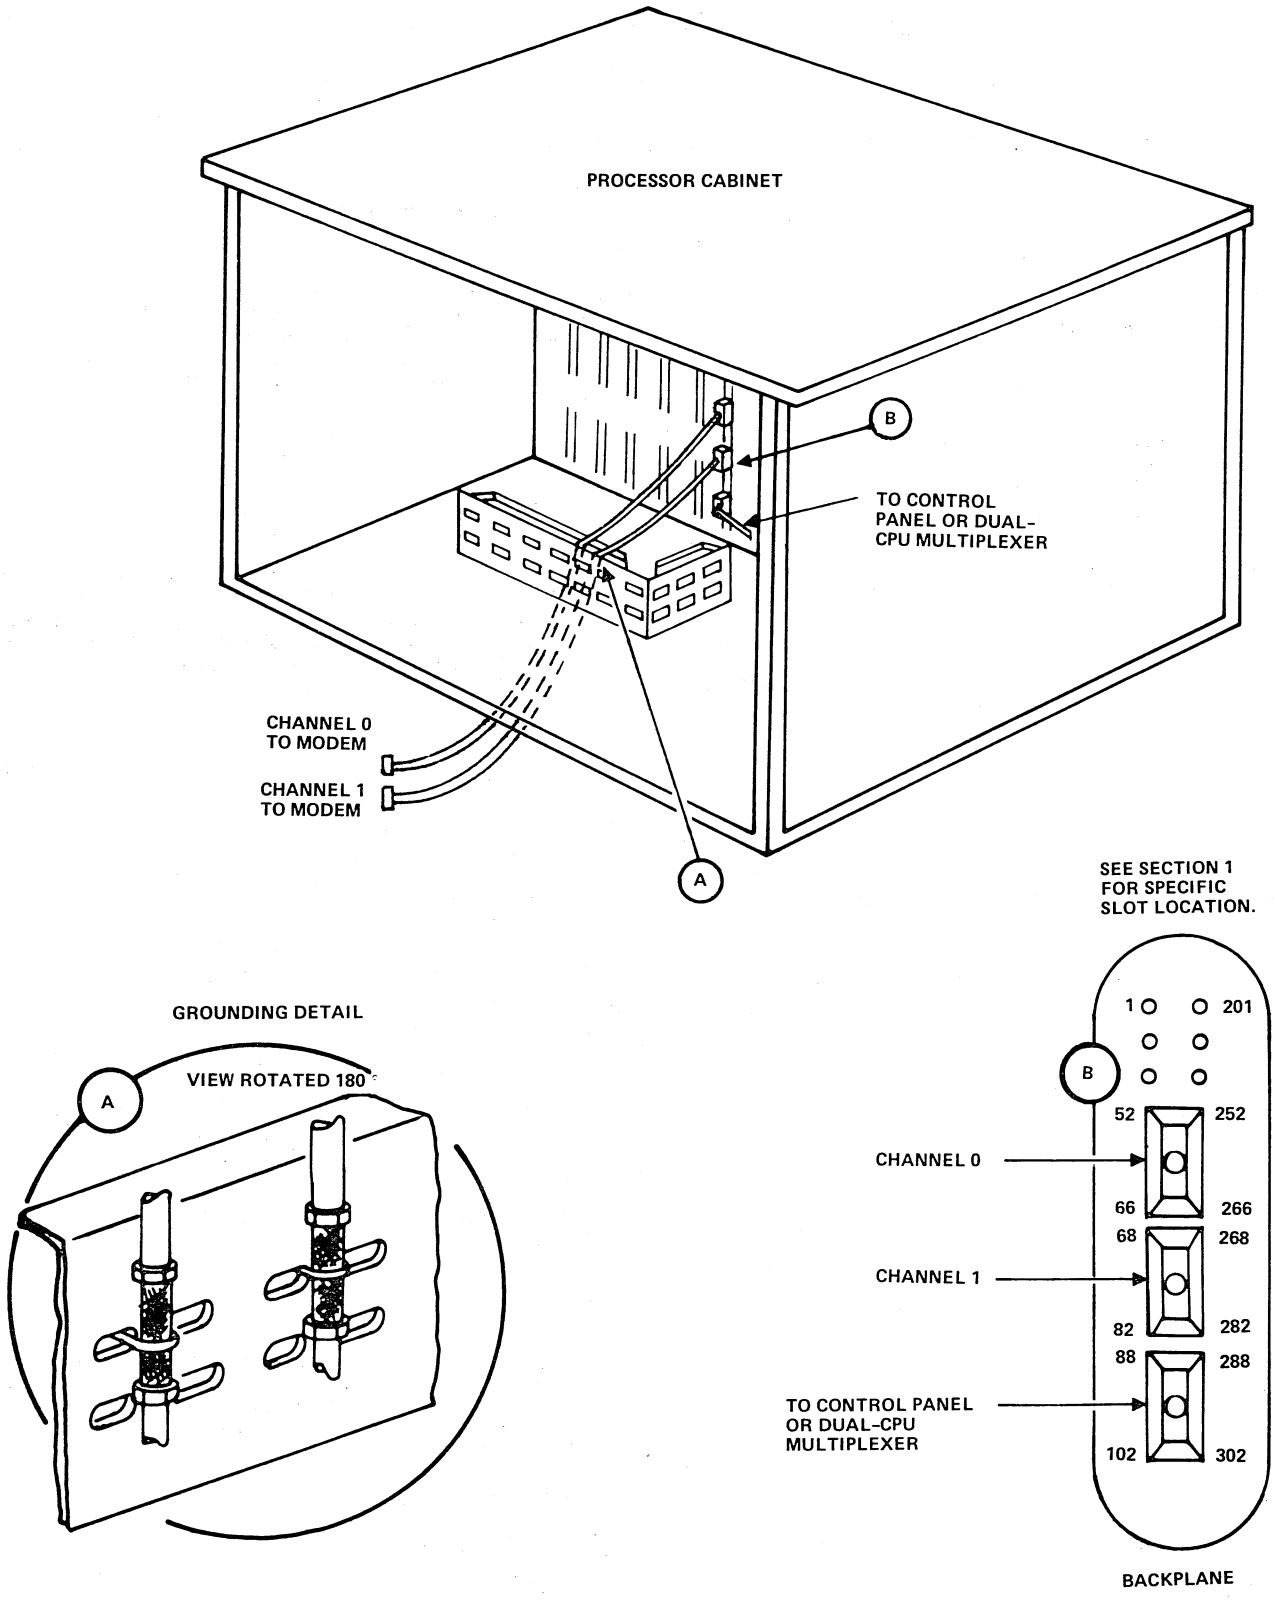

Figure 5-1. CYBER 18 Dual-Channel Communication Line Adapter Modem Cable Installation
1. Attach the modem cables to the backplane as shown in figure 5-1. Verify as labeled on the cable connectors the starting and ending backplane pin numbers to which the cable connectors should be securely mated. Verify that the connectors are mounted over the pins of the backplane. See section 1 for the assigned slot location.
2. Attach the modem cable shield to the cabinet as illustrated in figure 5-1. More than one signal cable can be grounded by a single U-bolt.